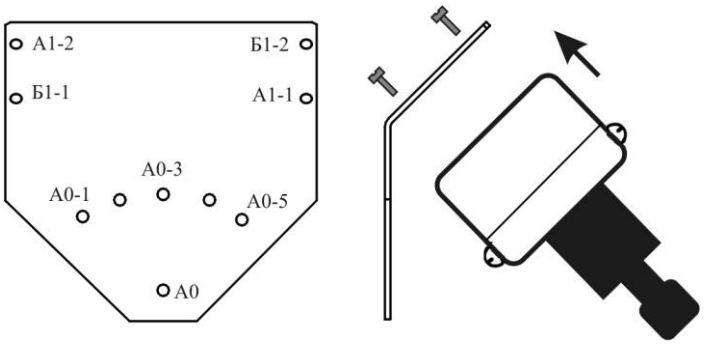

Рис. 6.14
6.4.2.3 Крепление БПРД и БПРМ на заземлителях (на высоте не менее 1 м) или опорах узлов крепления УК-04(П) производится с помощью **УКБ-3** (см. рис. 6.14). В отличие от ориентации БПРД (БПРМ), приведенной в п. 6.4.2.1, можно при креплении на заземлителе или опоре изменять угол наклона, используя отверстие «А0» и одно из пяти отверстий «А0-1,…, А0-5». Высота установки блоков должна быть выше уровня снежного покрова.